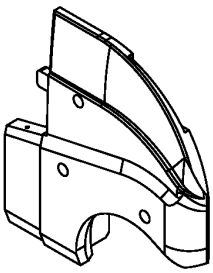

figure 2-77
(3) Hoisting directions for Counterweight see figure 2-77